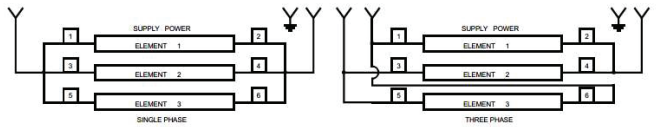

**Figure 6**
7. Proceed to wiring section (see Figure 6).
Refer to Figure 6 and proceed as follows.
1. Connect heater wiring to power supply wiring as shown in Figure 6.